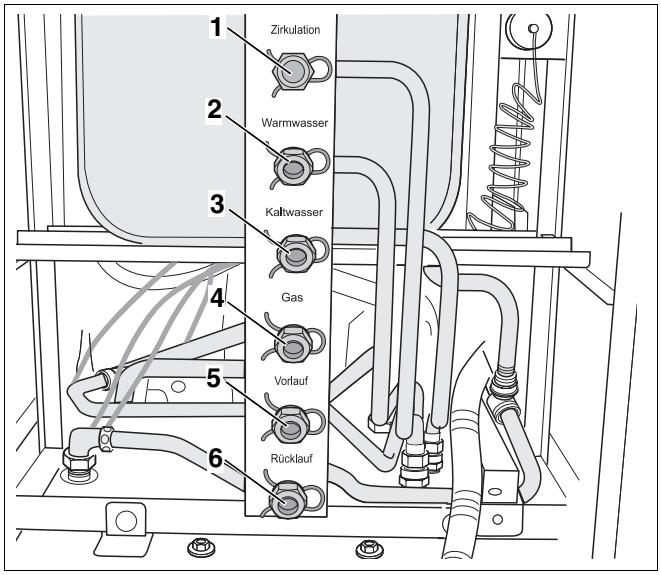

Rys. 15 Przyłącza kotła Logamax plus GB132 T (widok od tyłu)
- Przewód powrotu wody z systemu grzewczego podłączyć bez naprężeń przy pomocy zestawu przyłączeniowego do przyłącza powrotu na kotle grzewczym = RK (rys. 15, **poz. 6**).
- Przewód zasilania systemu grzewczego podłączyć bez naprężeń przy pomocy zestawu przyłączeniowego do przyłącza zasilania na kotle grzewczym = VK (rys. 15, **poz. 5**).
- Przewody ciepłej wody systemu podgrzewania c.w.u. podłączyć bez naprężeń przy pomocy zestawu przyłączeniowego do przyłącza odpływowego ciepłej wody = AW (rys. 15, **poz. 2**).
- Przewód zimnej wody systemu grzewczego podłączyć bez naprężeń przy pomocy zestawu przyłączeniowego do przyłącza dopływu zimnej wody = EK (rys. 15, **poz. 3**).